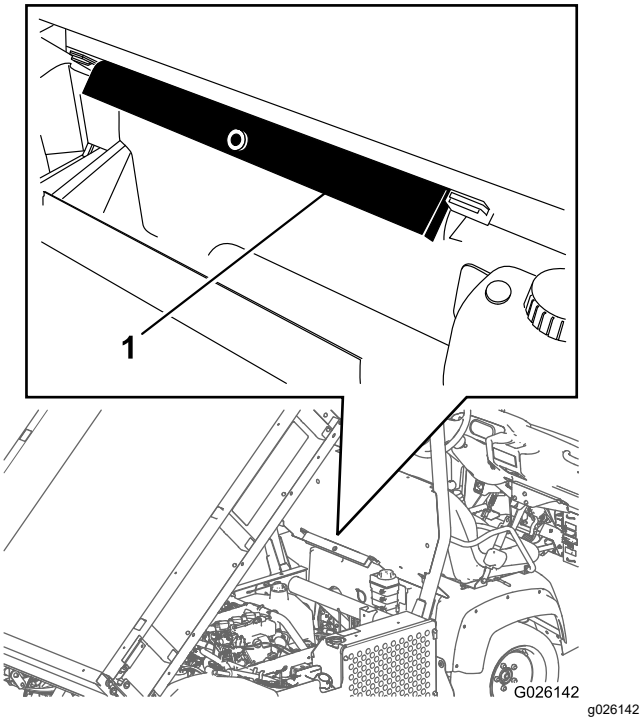

**Figuur 13**
2. Verwijder de laadbakbeveiliging van de opberghaken op de achterkant van het paneel van de rolbeugel (Figuur 13).